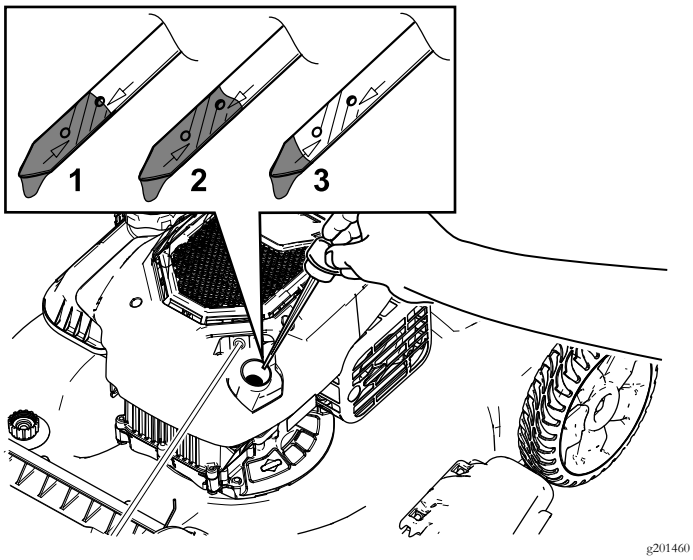

Figur 6
2. Lossa oljestickan genom att vrida locket moturs och dra stickan uppåt (Figur 6).
7. Läs av oljenivån på oljestickan (Figur 6).